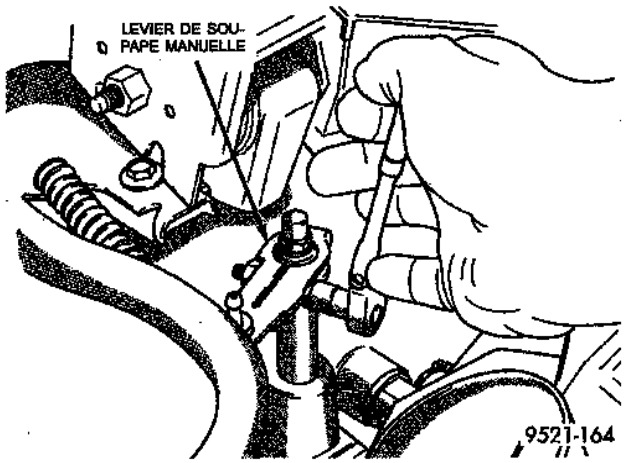

Fig. 13 Levier de soupape manuelle (levier de sélection)
(2) Desserrer le boulon de montage du levier (Fig. 13). Ne pas déposer le boulon (c'est superflu).
(3) Tirer sur le levier et le déposer.